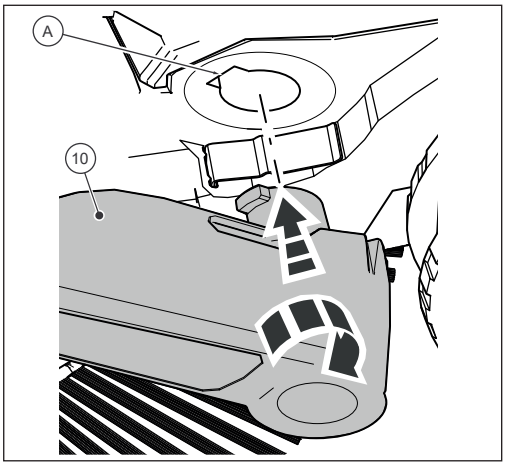

Abb. 10: Monter les ferrures de poignée
2. Placez l'une des deux ferrures de poignée avec l'ergot d'arrêt sur la ferrure de poignée (10) sur la rainure prévue à cet effet sur le cadre (A), de sorte qu'elle puisse s'enclencher (fig. 10).